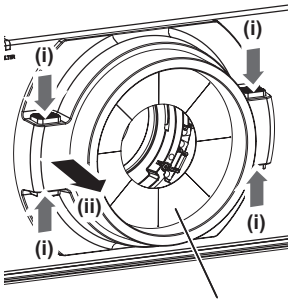

Figura 1
1) Extraiga la cubierta de la base de la lente. (Figura 1)